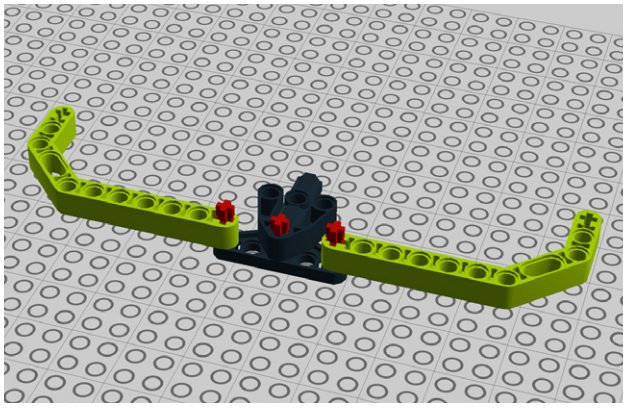

Figure 1-9. *Step 5: Rounding out the bumper*
5. Add the angle beams shown in Figure 1-9; they'll serve as the business end of the bumper!